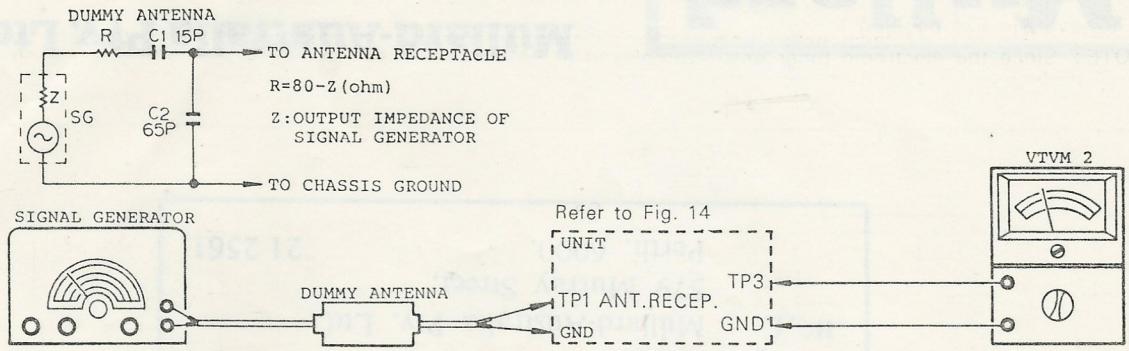

Fig. 16
(1) Connections Refer to Fig. 16 (VTVM2 : Connect the speaker terminal)
(1) Connections Refer to Fig. 16